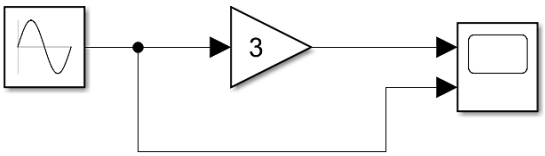

Figure 5
11. Change the “number of ports” of the scope by double clicking the scope and file >> number of input ports >> 2. Use the second input of the scope to observe the input waveform by directly connecting it to the source, as shown in Figure 5.